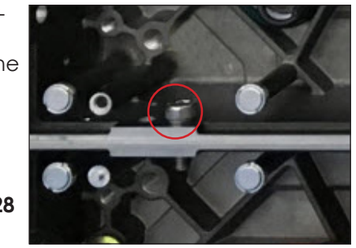

Figure 27: *Assemble Panels with Socket-Head Screws*
3. Use a 5 mm Allen wrench and socket-head stitch screws to attach the panels together, but do not tighten the screws. Refer to **Figure 27.**